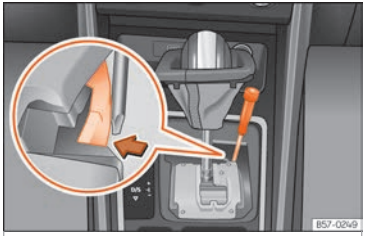

Abb. 246 Wählhebel: Notentriegeln aus der Parkstellung.
- Drücken Sie seitlich mit Hilfe der flachen Seite des Schraubendrehers auf die gelbe Taste und halten Sie sie gedrückt ››› Abb. 246 .